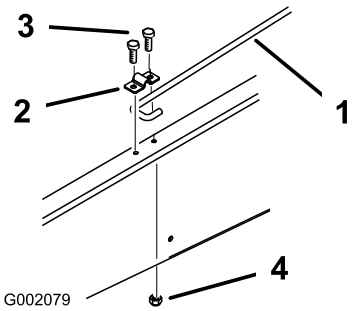

Figur 10
6. Løsne bolten som fester støttestangklipsen til rammen før du kan føre J-krokenden på støttestangen under klipsen (Figur 10).
7. Stram bolten og fest den andre siden av klipse med en ny bolt (5/16 x 3/4 tomme) og flensmuttere (5/16 tomme) (Figur 10).